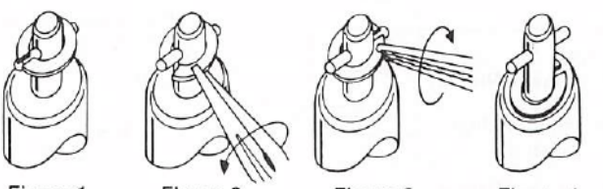

Figure 1 Figure 2 Figure 3 Figure 4
1. To install, place retaining ring on stud with slot aligned over left side of cross pin as shown on figure 1.